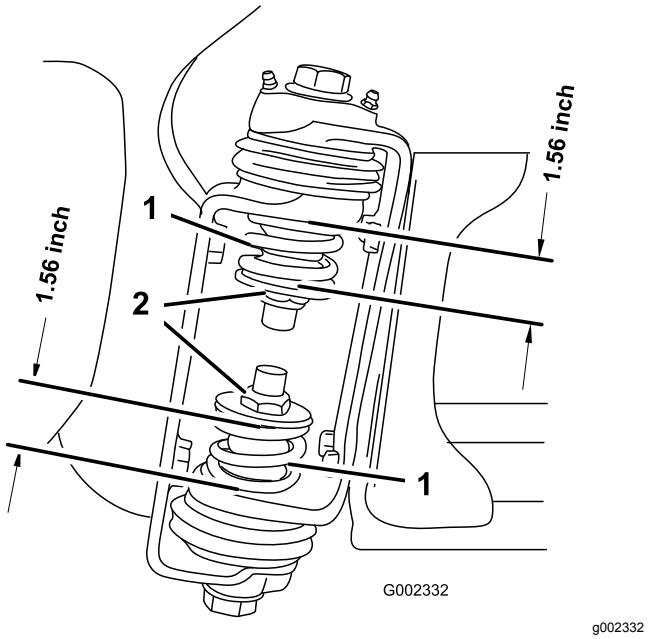

Figur 39
3. Mål sammentrykningen af den øverste og nederste fjeder ved bomhængslet, mens bommene er i forlænget position (Figur 39).